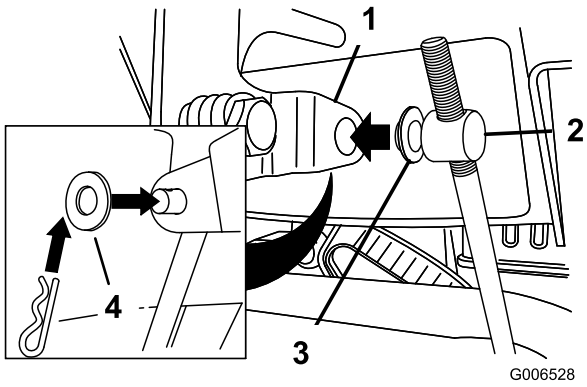

Figur 11
3. Ta bort hårnålssprinten och den yttre brickan från skruvleden på hastighetskontrollstångens övre ände (Figur 11).
Obs: Monteringen går lättare om du låter planbrickan sitta kvar på skruvleden (Figur 11).
6. Lyft upp hastighetskontrollstången och för in skruvleden i hålet i växelväljarspaken (Figur 11).
B. Koppla bort skruvleden från växelväljarspaken (Figur 11).
C. Vrid skruvleden nedåt (medsols) på hastighetskontrollstången (Figur 11).
D. Anslut skruvleden till växelväljarspaken (Figur 11).